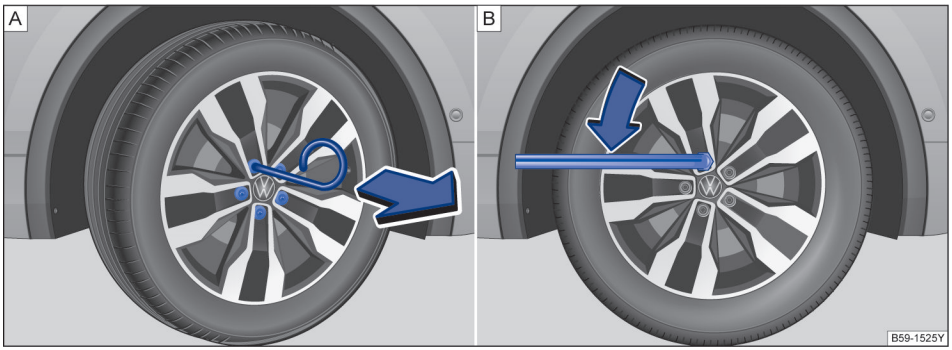

图 238 A. 从车轮螺栓上拔下盖罩 B. 更换车轮：松开车轮螺栓
– 将钢丝钩穿过开口插入盖罩内→图 238 A，然后沿箭头方向将其拔下。
– 将**车轮扳手**套到车轮螺栓上，然后推到限位位置→图 238 B。